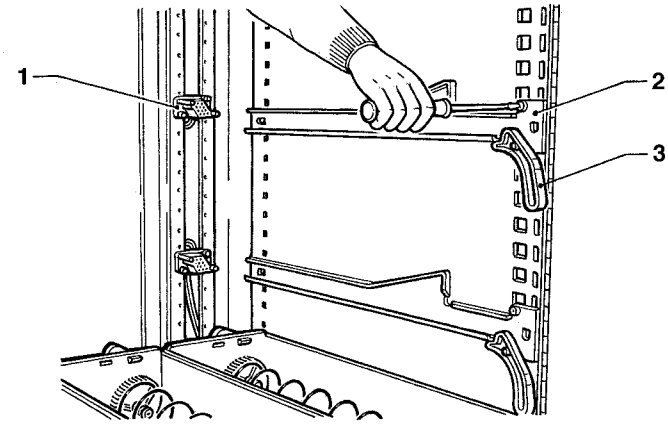

Fig. 13
- Flytta gejderna (se fig. 13) som är placerade på sidostöden, med undantag av de första nedtill som förblir i samma läge.